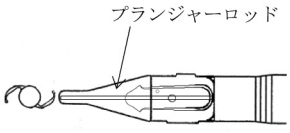
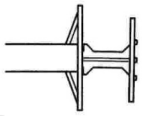

図 7. 眼内レンズの状態
図 8. プランジャーの状態
7. 眼内レンズが正しく装填され、支持部も適切に折り曲げられた後、ノズルチップを正しい向きに保って、創口から挿入する。ノズルチップを前嚢開窓部に位置させる。プランジャーを、すべるように、一定の速さで前進させる。なお、本製品の使用中に、著しい抵抗を感じた場合には、使用を中止すること。眼内レンズが嚢内で光学部前面が上向きになるよう、必要に応じて、本製品を回転させる（図7、図8）。プランジャーは勢いよく前進させないこと。プランジャーの前進が完了したら、一度動きを止めて、眼内レンズがプランジャーから離脱することを確認し、それから本製品を前房内から引き抜く。